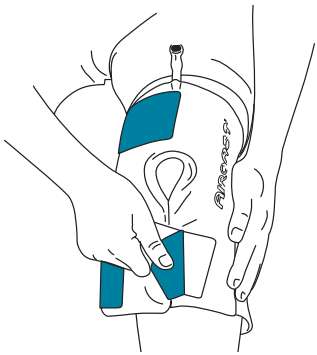

Figure 2
2. Ne jamais oublier de VIDER le Cryo/Cuff (Figure 2) 44
2. Ne jamais oublier de VIDER le Cryo/Cuff (Figure 2)